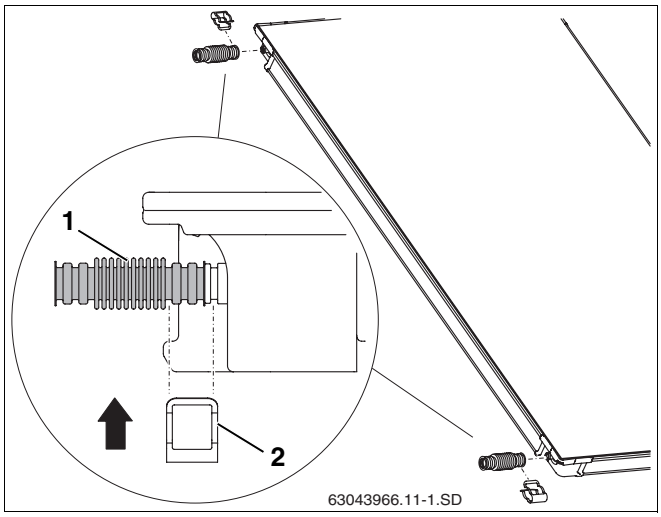

Abb. 45 Wellrohrverbinder am ersten Kollektor montieren
- Wellrohrverbinder (Abb. 45, **Pos. 1**) auf die linken Anschlüsse des ersten Kollektors schieben.
- Klammer (Abb. 45, **Pos. 2**) zur Sicherung des Anschlusses über Wellrohrverbinder und Kollektoranschluss schieben.